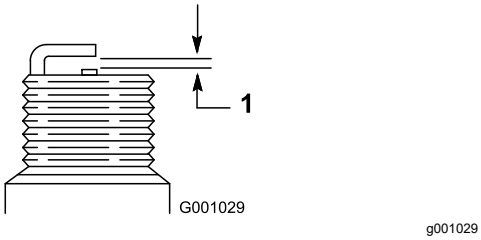

Figure 45
4. Réglez l'écartement des électrodes de la nouvelle bougie à 0,76 mm (0,030 po), comme montré à la Figure 45.